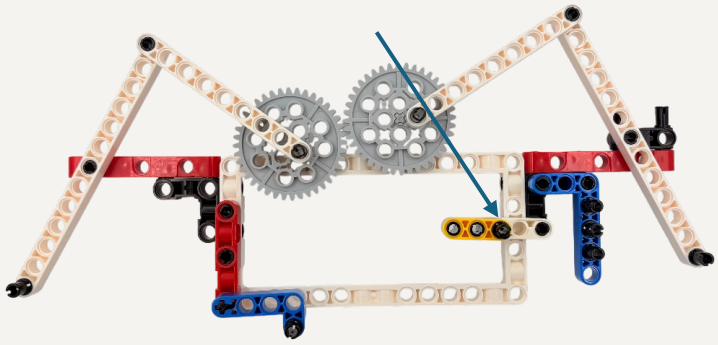

Рисунок 19
Слева на крепежном блоке (3) закрепите балку(5) и оставшуюся г-образную балку при помощи короткого штифта с осью. Обратите внимание на то, что балка (3) и балка (5) скрепляются друг с другом при помощи 2х коротких штифтов и одного длинного (рисунок 19).